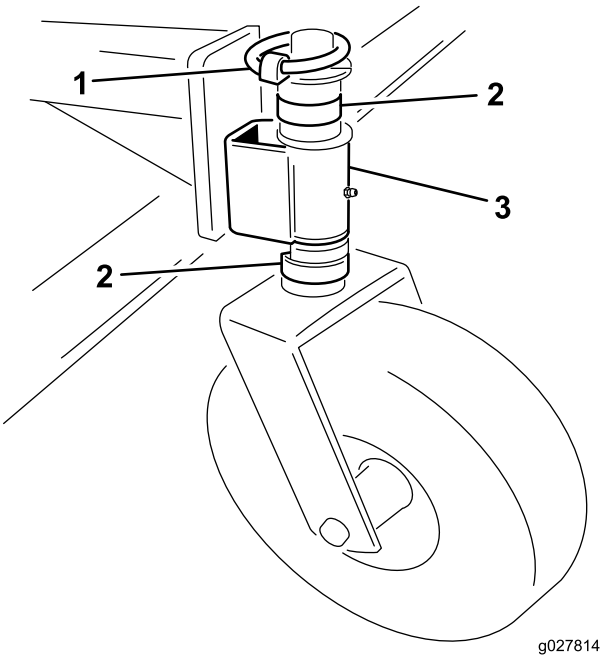

**Рисунок 6**
1. Извлеките штифт с отверстием из вала шпинделя (Рисунок 6).